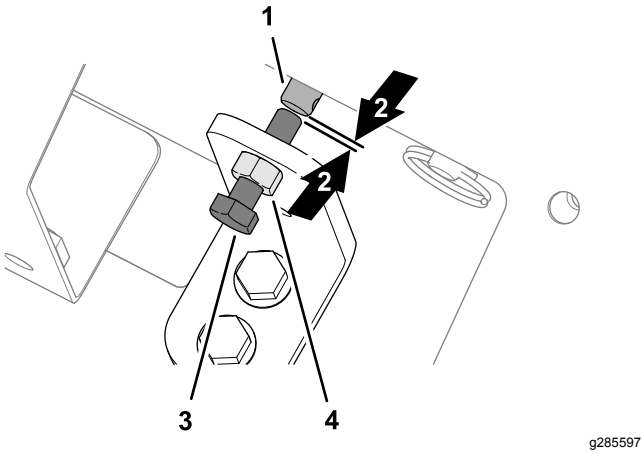

Figuur 34
1. Maak de contramoer los aan de beugel voor handbediening (Figuur 34).
2. Draai de inbusschroef voor het opheffingsmechanisme van de klep linksom tot u een kleine ruimte ziet tussen het uiteinde van de schroef en het uiteinde van de schacht van de solenoïde voor de snelheid van de lopende band (Figuur 34).
3. Draai de contramoer vast (Figuur 34).